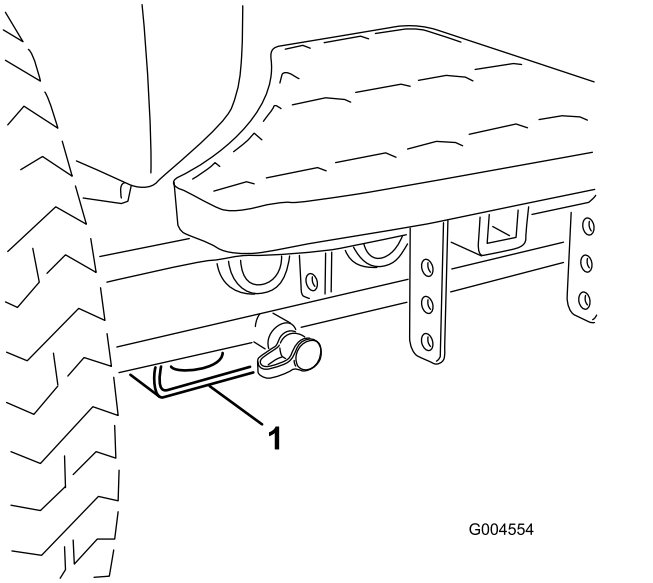

Figura 57
- Dianteira – pastilha retangular, por baixo do tubo do eixo, dentro de cada pneu dianteiro (Figura 57).